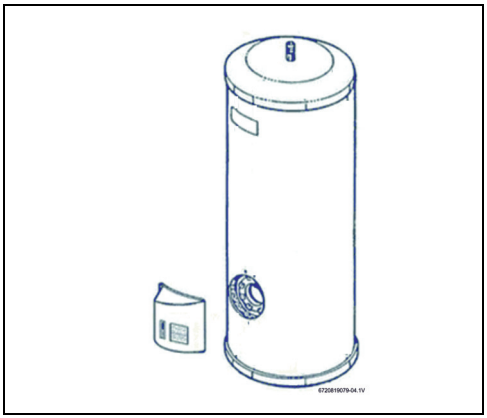

Fig. 16
- ▶ Retirer le couvercle du ballon d'eau chaude sanitaire (fig. 16).